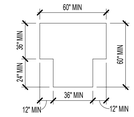

FIGURE 304.3.2 T-SHAPED TURNING SPACE
D. THE T-SHAPED TURNING SPACE SHALL BE A T-SHAPED SPACE WITHIN A 60" SQUARE MINIMUM WITH ARMS AND BASE 36" WIDE MINIMUM. EACH ARM OF THE T SHALL BE CLEAR OF OBSTRUCTIONS 12" MINIMUM IN EACH DIRECTION AND THE BASE SHALL BE CLEAR OF OBSTRUCTIONS 24" MINIMUM. THE SPACE SHALL BE PERMITTED TO INCLUDE KNEE AND TOE CLEARANCE COMPLYING WITH 306 ONLY AT THE END OF EITHER THE BASE OR ONE ARM. (FIG. 304.3.2)